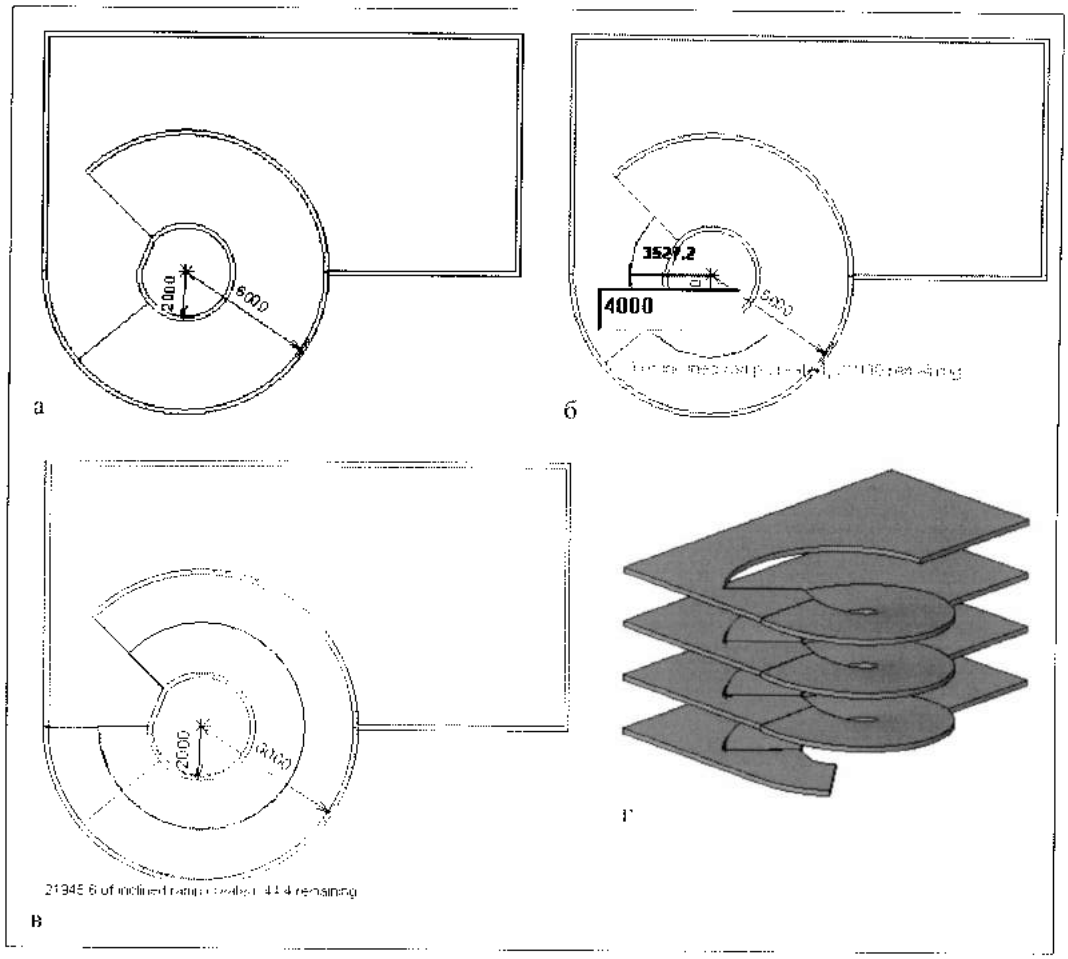

Рис. 19.14. *Создание многоэтажного пандуса*
Пример создания пандуса. Рассмотрим создание винтового пандуса для использования в четырехэтажном гараже (рис. 19.14). Угол поворота пандуса на каждом этаже равен 315°. Радиусы R1 и R2, внутренней и внешней кромки пандуса равны соответственно 2000 и 6000 мм.
1. В Навигаторе проекта открыть вид плана этажа (рис. 19.14,а).